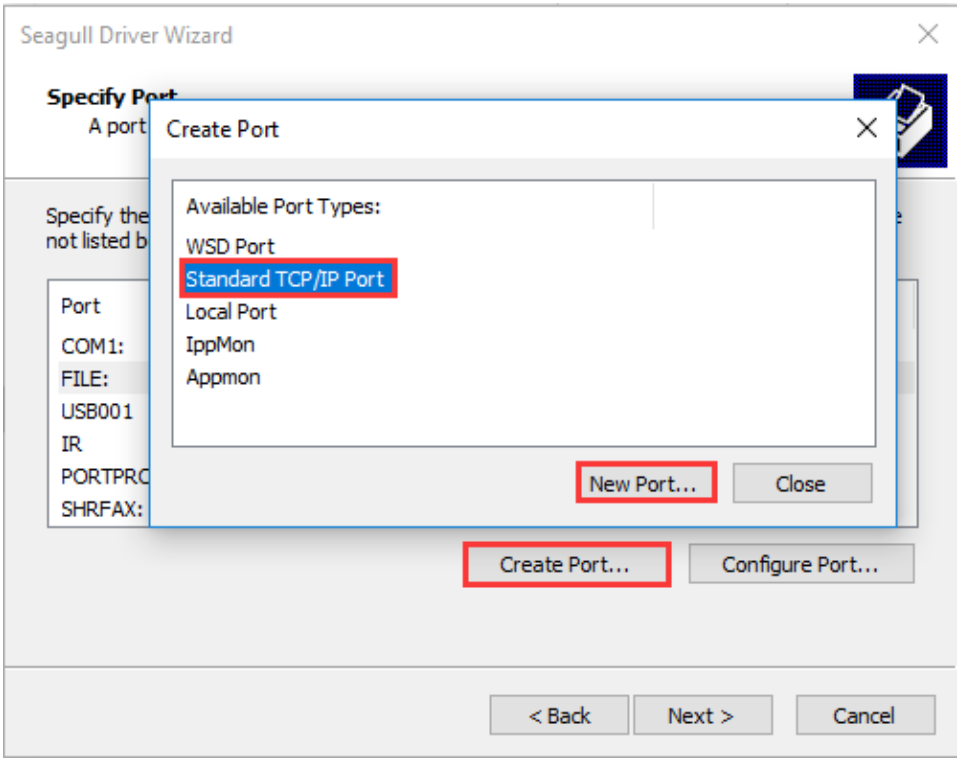

Figure 2-31 Create Port
5. On the "Specify Port" screen, click "Create Port…" to bring up "Create Port" dialog box, select "Standard TCP/IP Port" - "New Port…", as shown in Figure 2-31.